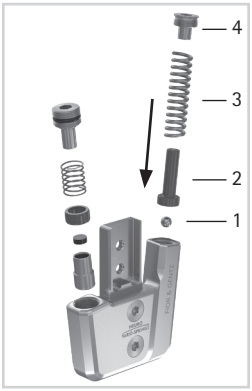

Fig. 16
1 Coloque la bola (1) en el perno (2; fig. 16).